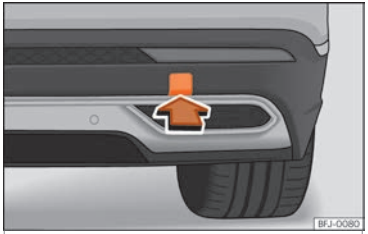

Fig. 100 Sul lato destro del paraurti posteriore: estrarre il coperchio.
L'alloggiamento dell'occhiello di traino avvitabile è situato sul lato destro del paraurti posteriore, dietro a un coperchio ››› fig. 100. I *veicoli dotati di serie di un dispositivo di traino* **non** dispongono di un alloggiamento per l'occhiello di traino avvitabile dietro al coperchio. In questo caso, occorre estrarre o montare il gancio a testa sferica e utilizzarlo per il traino ››› pag. 351, ››› ❗.
- Per sbloccarlo, premere sull'area inferiore del coperchio ››› fig. 100.